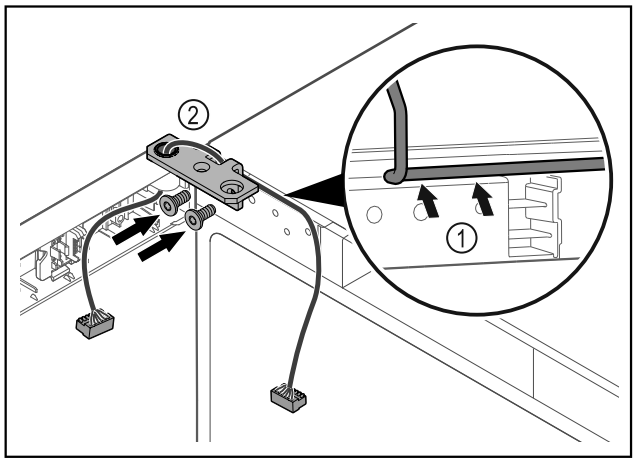

Fig. 41
▶ Pasar el cable por la escotadura de la escuadra de bisagra y tenderlo con cuidado *Fig. 41 (1)*.
▶ Atornillar la escuadra de bisagra *Fig. 41 (2)*.